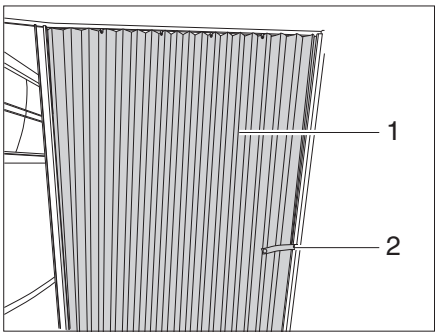

Fig. 76 Folding door
- Release the securing strap (Fig. 76,2).
- Pull the folding door (Fig. 76,1) into the closing position.
- Push the folding door (Fig. 76,1) into the open position.
- Secure the folding door with the securing strap (Fig. 76,2).